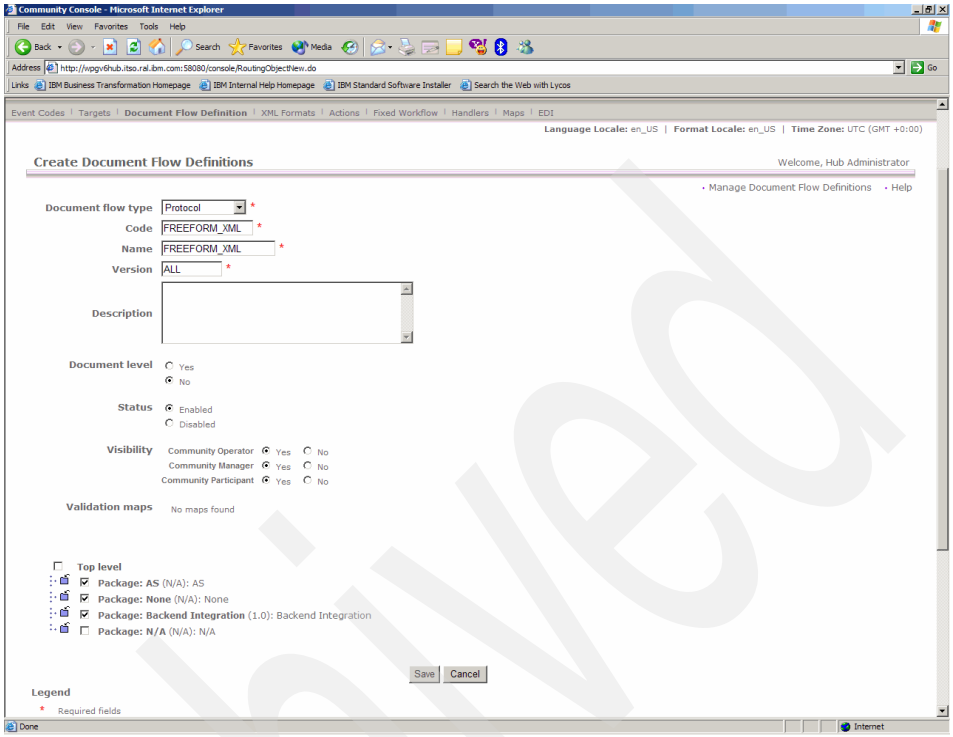

Figure 10-6 Creating a document flow definition at protocol level
3. The document flow definition that we create is at the Protocol Level, which means that this XML document is defined at the same level as an EDI standard, for example. Use the values in Table 10-2 for this new document flow definition (Figure 10-6 on page 287).